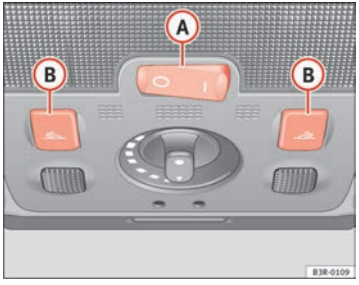

Fig. 94 Details of headliner: front interior lights
The rocker switch (A) ⇒ fig. 94 for the front interior light has the following functions: